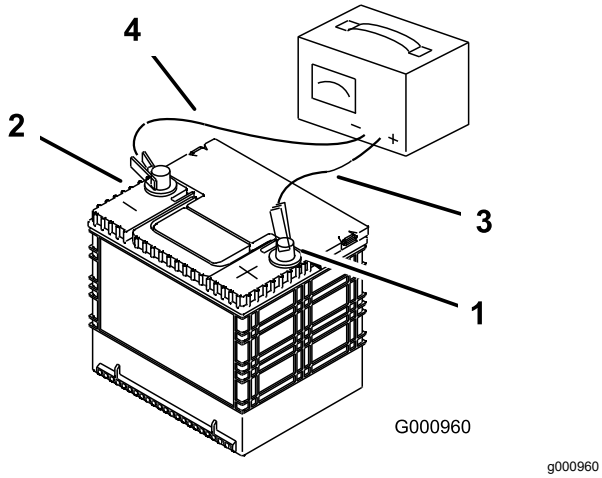

**Figur 51**
3. Når batteriet er helt oppladet, kobler du laderen fra strømuttaket, og deretter laderledningene fra batteripolene (Figur 51).